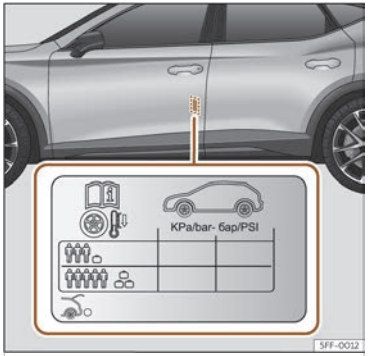

Fig. 241 Location of the tyre pressure sticker.
- Adjust tyre pressure to the load being carried by the vehicle ››› **Fig. 241**.
The tyre pressure values are shown on the sticker located on the rear frame of the front left door ››› **Fig. 241**.
The tyre pressure must be adjusted according to the load the vehicle is carrying. If the vehicle is going to be fully loaded, increase the tyre pressure to the maximum load value shown on the sticker ››› **Fig. 241**.
In the case of a minimised temporary spare wheel (125/70 R16 or 125/70 R18) inflate to a pressure of 4.2 bar as indicated on the tyre pressure label >>> Fig. 241.
- **The driver is responsible for ensuring that all of the vehicle tyres are correctly inflated to the right pressure. The recommended tyre pressure is indicated on the label >>> Fig. 241.**
- **Tyre pressure should be as indicated on the label when the tyres are cold at all times >>> Fig. 241.**